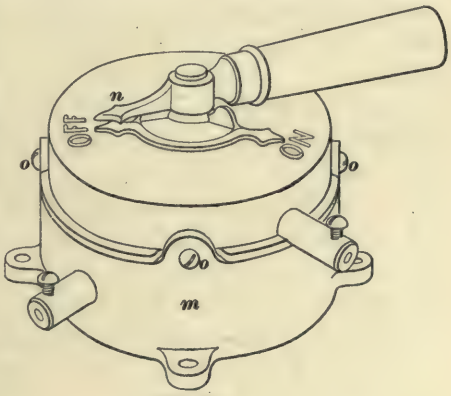

FIG. 37.
**31. The Johnson Switch.**—Fig. 37 gives the style of switch made by the Johnson Company. It is circular in form and has two chambers, an upper and a lower, in which move two switch blades actuated by the same handle and arranged so as to break the circuit in two places. The case is made of cast iron, is lined with asbestos, and comprises two members *m* and *n*. The upper member *n* carries all of the working parts of the switch and can be removed from the lower member *m* by taking out four screws *o*, *o*, *o*, *o* on the side. When the upper member is lifted out, the switch blade that works in the lower member is exposed to view. Separating the upper chamber and switch from the lower chamber and its switch, is an asbestos-lined wooden partition which can be removed by taking out four more screws; this wooden partition serves also as a means of support for the bearing in which the shaft, carrying the two switch blades, and the handle turn. The switch is a cheap one, but does its work as well as any.